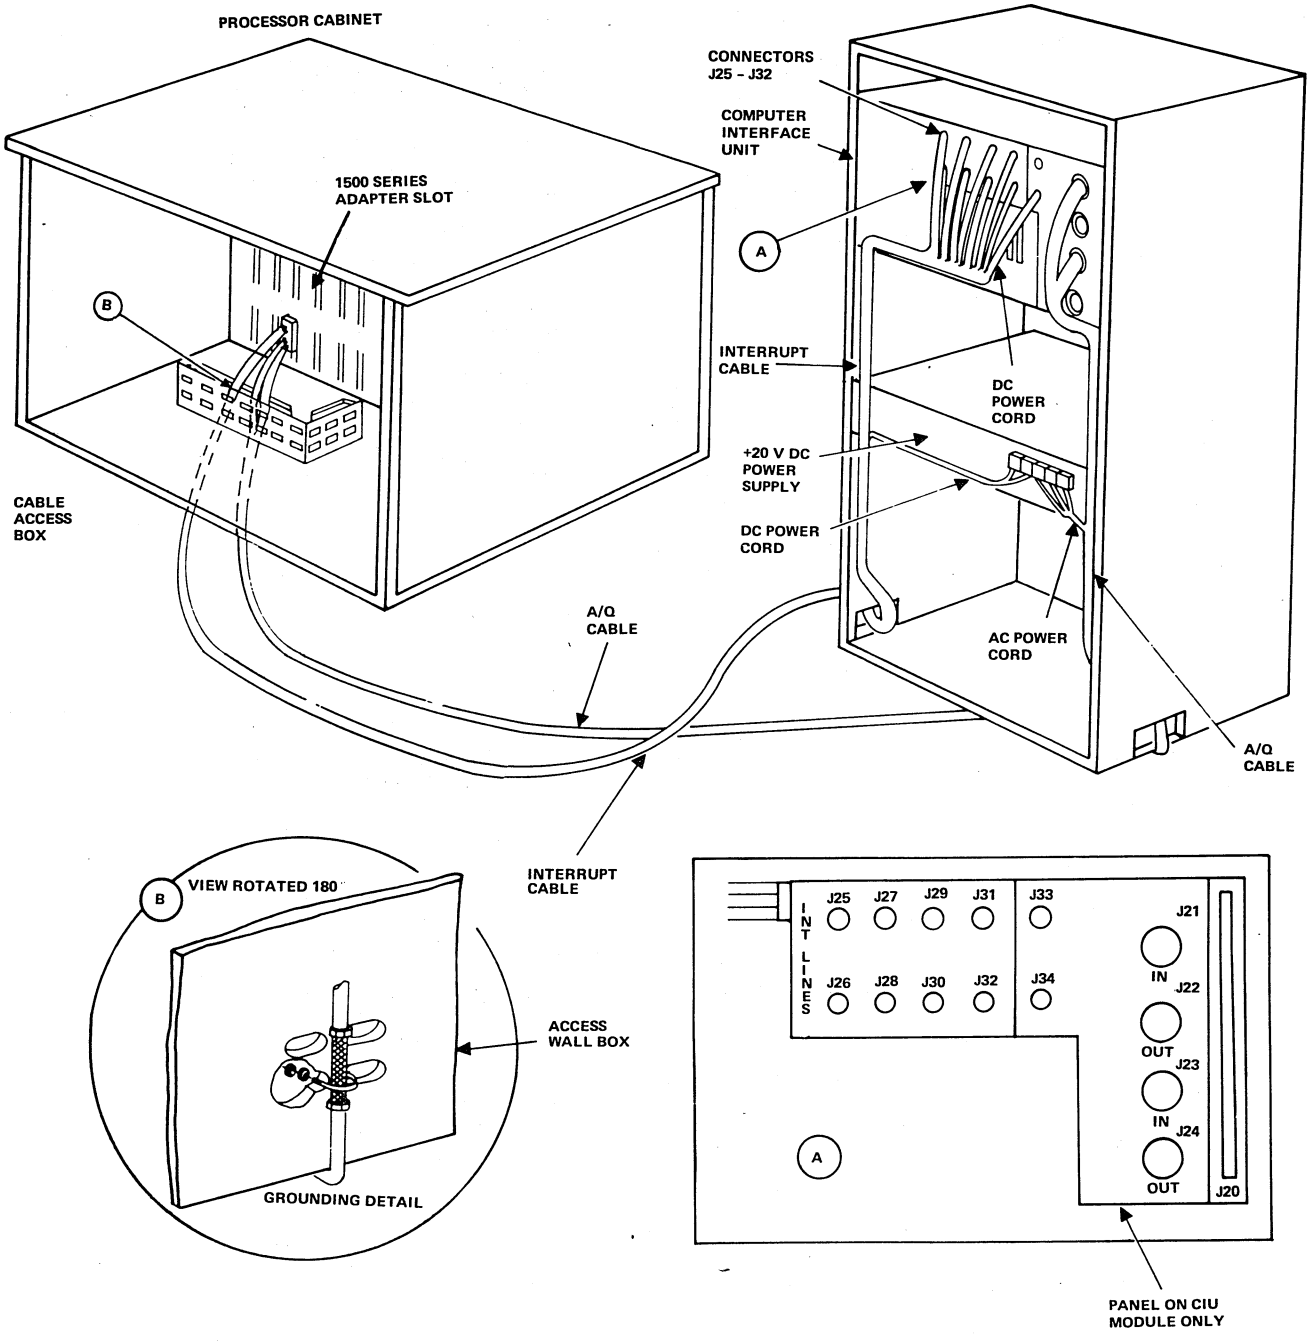

Figure 16-4. CYBER 18, 1500 Series Adapter Signal Cable Routing
1. Remove the cover from the cable access box (figure 16-4).
3. Attach connectors P02A and P02B to the adapter backplane connector at the pins designated on the marker strip (figures 16-4 and 16-5).
5. Select the A/Q cable from the shipping carton and pass the inline (Berg) connectors (P01A, P01B, P01C, and P01D) under the cabinet and up through the cable access box (figures 16-4 and 16-5).